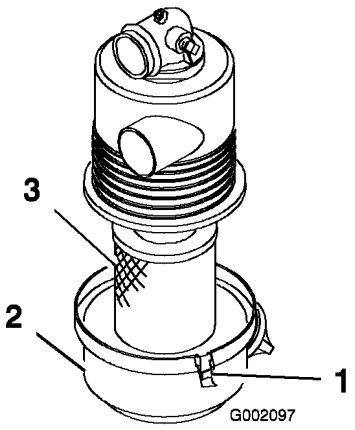

Figur 33
3. Frigör spärrhakarna som fäster luftrenarkåpan till luftrenaren. Skilj kåpan från luftrenaren. Gör ren insidan av luftrenarkåpan Figur 33).
4. Skjut försiktigt ut filtret ur luftrenarstommen för att minska den mängd damm som drivs ut (Figur 33). Undvik att knacka filtret mot luftrenaren.